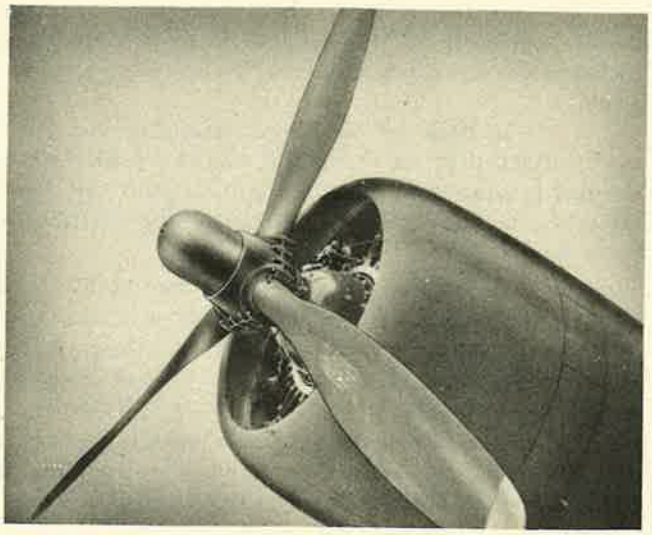

Figure 234—Propeller Installed
a. GENERAL.—A Hamilton Standard hydromatic propeller (figure 234) is mounted on the propeller shaft of each engine. These propellers are of the quick-feathering type. A Hamilton Standard (engine-driven) constant-speed control (propeller governor) is mounted on the propeller governor pad of the front (nose) section of each engine. The constant speed of each engine is maintained automatically by its constant-speed control (engine-driven propeller governor) which operates to cause a change in propeller blade angle through the constant-speed range (1200 rpm minimum to 2700